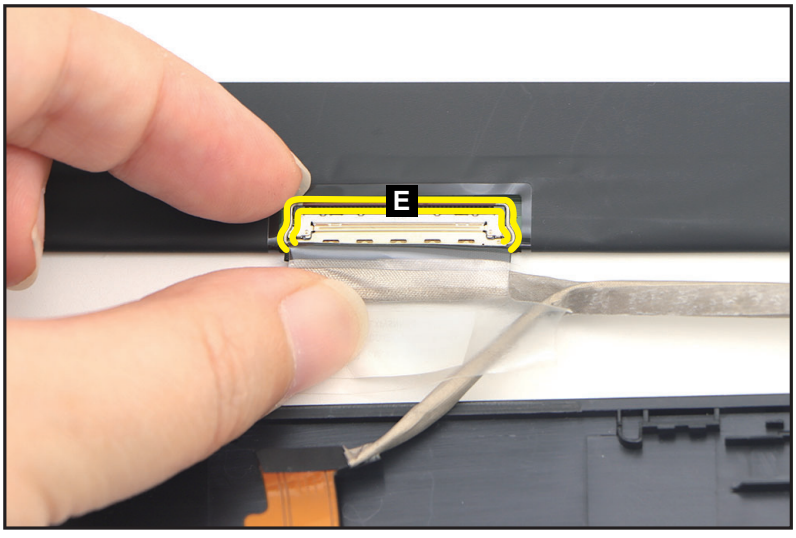

Figure 1-61. LCD Panel Removal
4. Lift the latch (E) securing the LCD cable (Figure 1-61).